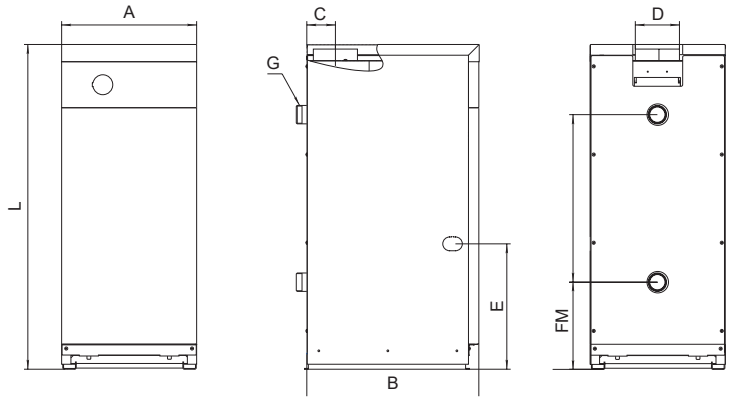

Рис. 1. Общий вид, габаритные и присоединительные размеры котлов
4.1 Общий вид и габаритные размеры котла представлены на рис. 1.